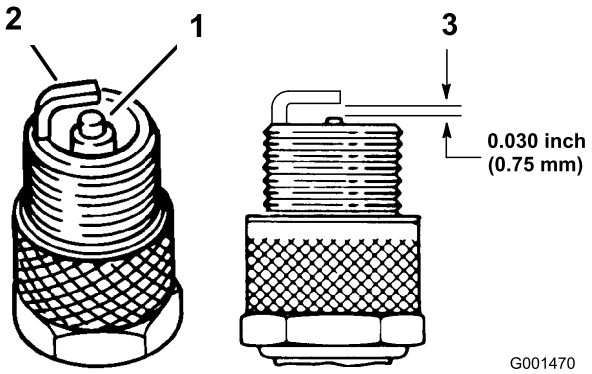

Figur 30
3. Kontroller sideelektrodens, midterelektrodens og midterelektrodens isolators tilstand for at sikre, at disse ikke er beskadiget (Figur 30).
4. Indstil gnistgabet mellem midten og siden af elektroderne til 0,762 mm (Figur 30). Monter tændrøret med korrekt gnistgab, og stram tændrøret til 20 Nm.